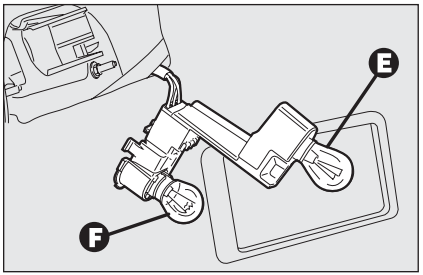

fig. 39 A0E0041m
- ❒ quite y sustituya la lámpara correspondiente empujándola ligeramente y girándola hacia la izquierda **fig. 39**: